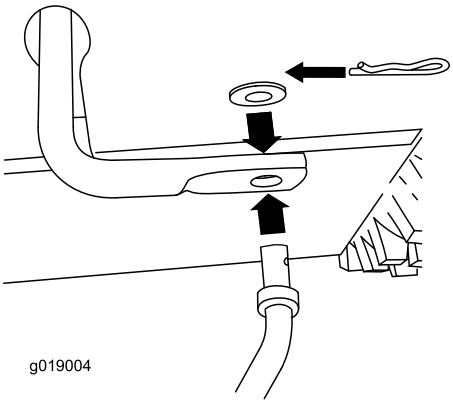

Рисунок 4
1. Вставьте нижний конец штока в нижнее коромысло так, чтобы изогнутый конец штока управления скоростью был направлен назад (Рисунок 4).
2. Закрепите нижний конец штока управления скоростью с помощью плоской шайбы и шплинта (Рисунок 4).